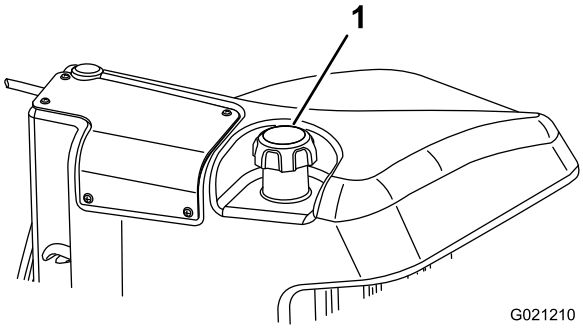

**Figur 31**
3. Fjern dækslet fra brændstoftanken (Figur 31).